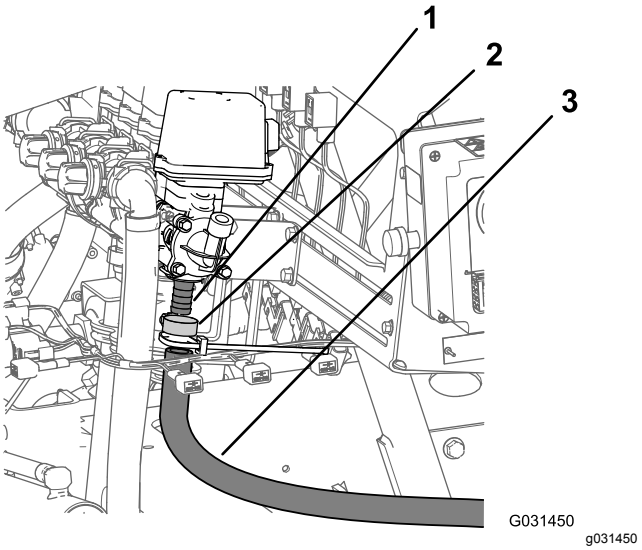

Figur 18
4. Fjern slangeklemmen som fester innløpsslangen for slangetrommelen til trykkontrollventilens kobling med mothaker (Figur 18).
5. Fjern innløpsslangen fra slangetrommelventilen (Figur 18).